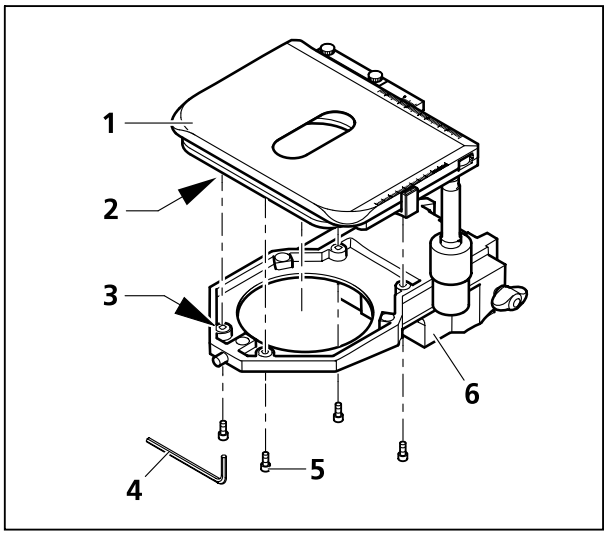

Bild 3-11 Festen Kreuztisch wechseln
(1) Fester Kreuztisch 75x50 R
- Vier Befestigungsschrauben (Bild 3-11/**5**) am Tischträger (Bild 3-11/**6**) mit Kugelkopf-Schraubendreher SW 3 (Bild 3-11/**4**) herausdrehen.
- Tisch (Bild 3-11/**1**) nach oben vom Tischträger abnehmen oder den Tisch und dessen Träger umdrehen, was das Abnehmen erleichtert.
- Tisch (Bild 3-11/**1**) auf Tischträger (Bild 3-11/**6**) aufsetzen, so dass sich die Gewindebohrungen in der Unterseite des Tisches (Bild 3-11/**2**) über den Durchgangslöchern des Tischträgers (Bild 3-11/**3**) befinden.
- Die vier Befestigungsschrauben (Bild 3-11/**5**) von unten durch den Tischträger stecken und in die Tischunterseite eindrehen.